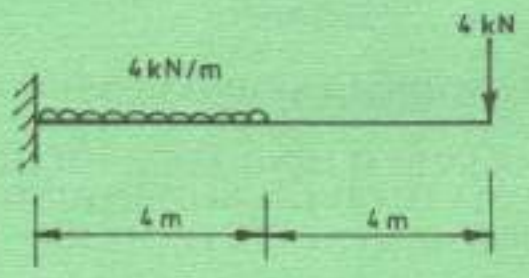

Fig. 1
1. (a) Using Mohr's theorem, calculate the slope and deflection at free end of the cantilever beam shown in **figure 1**.